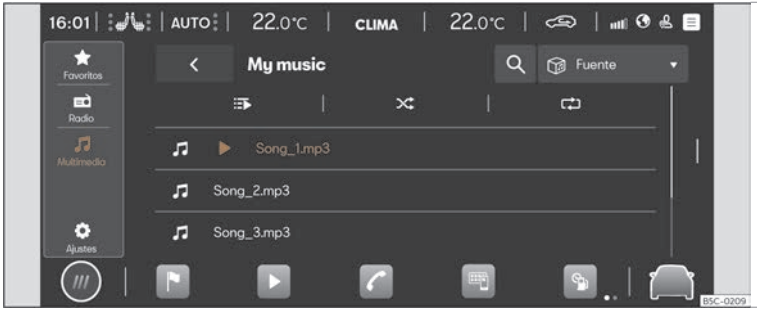

Fig. 137 Representació esquemàtica::Vista Multimedia
- Premeu ▶ > ♫ >>> **fig. 137** .